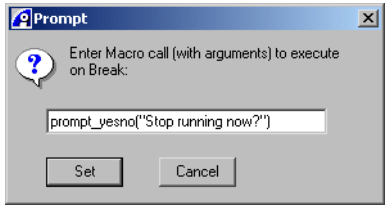

Figure 4-19 Breakpoint macro entry prompt
4. Select the option **User Macro...** to display the data entry prompt, shown in Figure 4-19.
The predefined macro shown in Figure 4-19 displays a message box to halt execution if the **Yes** key is pressed.